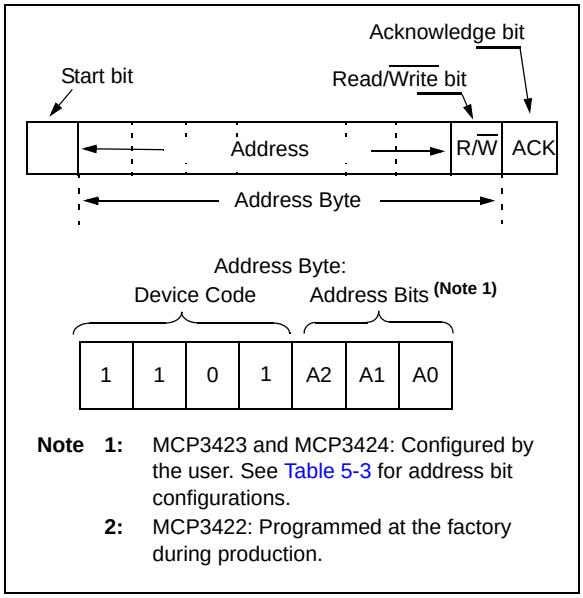
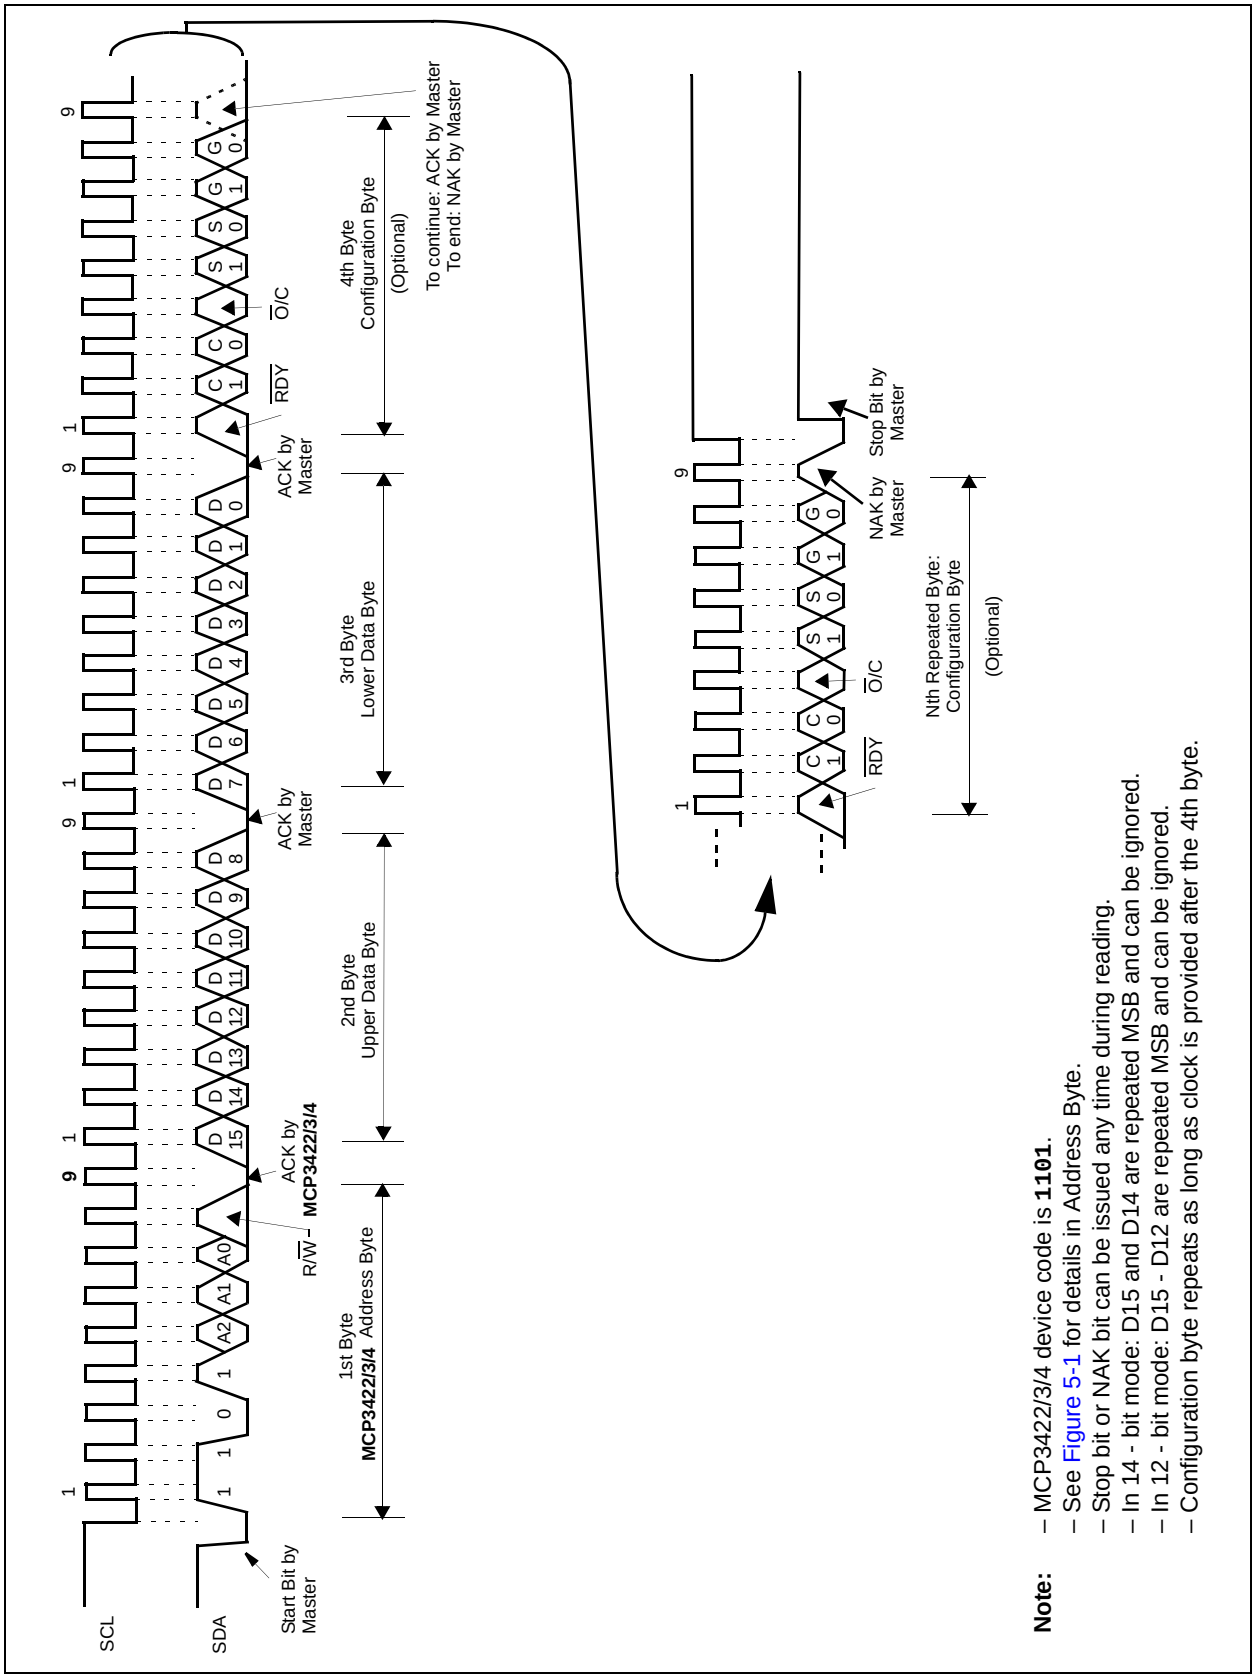

FIGURE 5-1: *Address Byte.*
FIGURE 5-5: *Timing Diagram For Reading From The MCP3422/3/4 With 12-Bit to 16-Bit Modes.*
Figure 5-4 and Figure 5-5 show the examples of reading the conversion data. The user can rewrite the configuration byte any time for a new setting. Table 5-1 and Table 5-2 show the examples of the configuration bit operation.
The first byte after the START bit is always the address byte of the device, which includes the device code (4 bits), address bits (3 bits), and R/$\overline{W}$ bit. The device code for the devices is **1101**, which is programmed at the factory. The I^{2}C address bits (A2, A1, A0 bits) for the MCP3423 and MCP3424 are user configurable and determined by the logic status of the two external address selection pins on the user's application board (Adr0 and Adr1 pins). The Master must know the Adr0 and Adr1 pin conditions before sending read or write command. Figure 5-1 shows the details of the address byte.
Figure 5-1 shows the address byte. Figure 5-3 through Figure 5-5 show how to write the configuration register bits and read the conversion results.
– See Figure 5-1 for details in Address Byte.
- See Figure 5-1 for details in Address Byte.